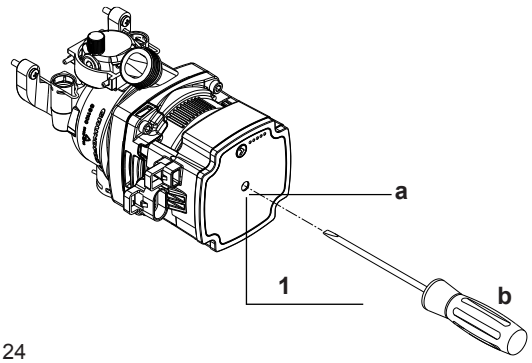

Fig. 24
- refer to fig. 24 and locate the hole (**1**) that allows access to the shaft centre screw (**a**)